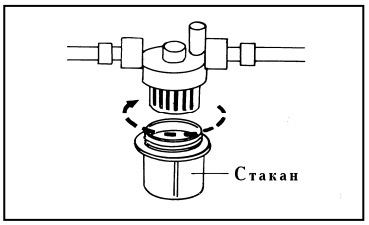

Рис.4
- Промойте фильтрующий элемент и внутреннюю часть стакана чистым керосином или соляркой (Рис.4)